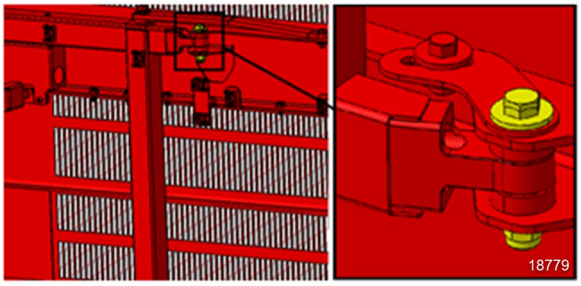

FIGURE 59
7. Check the gap between the door and the adjacent panel at the level of the lower attachment point of the arm on the door. The gap should be ¼" (6 mm) (FIGURE 59).